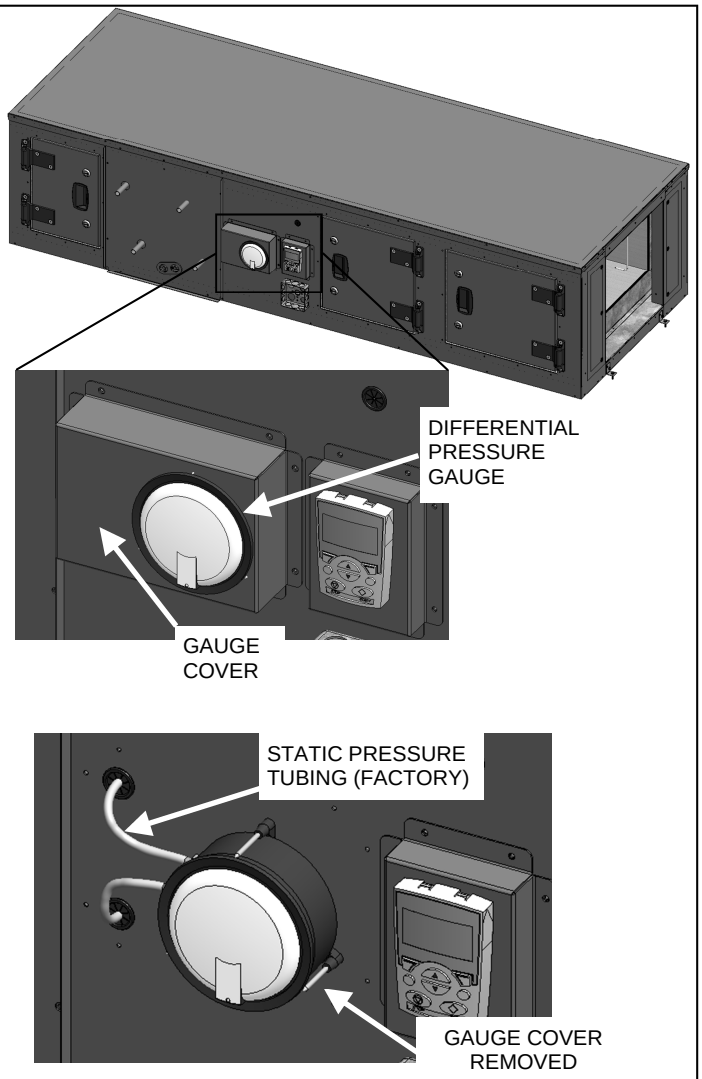
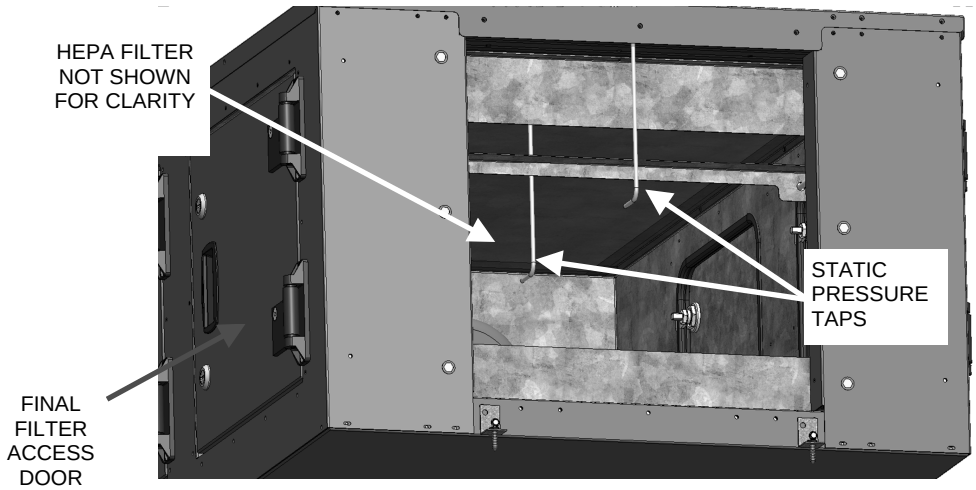

**Fig. 14 — HEPA (Final) Filter APD Gauge**
**Fig. 15 — HEPA (Final) Filter APD Static Taps**
**Final (HEPA) Filter APD Gauge Option—** See Figure 14. Units provided with the final filter APD gauge option have tubing routed internally from static pressure ports across the HEPA filter. The static ports (see Figure 15) allow the gauge to measure the air pressure drop (APD) across the HEPA filter. Can be used with final filter with non-HEPA efficiency rating.